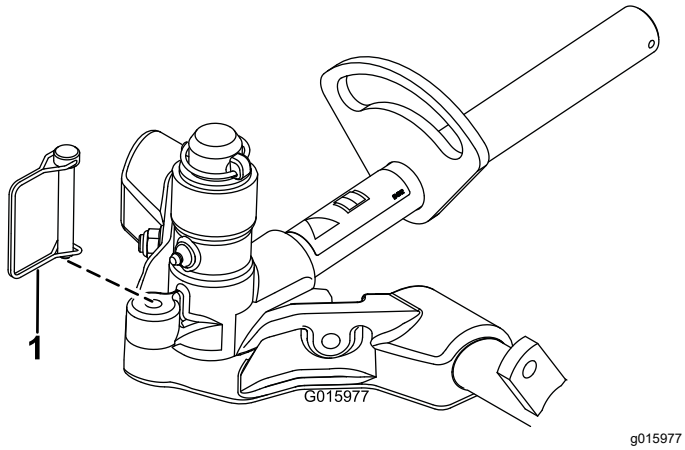

**Рисунок 17**
12. Для блокировки (фиксации) рулевого управления режущими блоками прикрепите поворотную втулку к несущей раме с помощью стопорного штифта (Рисунок 17).